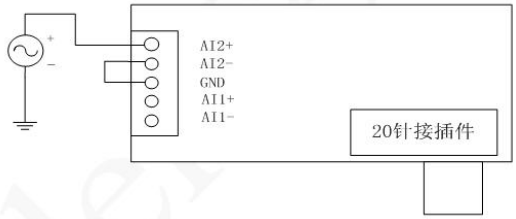

图 10 单端输入接线方法
■　单端输入时输入信号线为 AI1 或 AI2+。AI1-或 AI2-与 GND 短接。(图 10 示出以 AI2 通道为例的接线方法，AI1 通道的接线方法与此类似。)